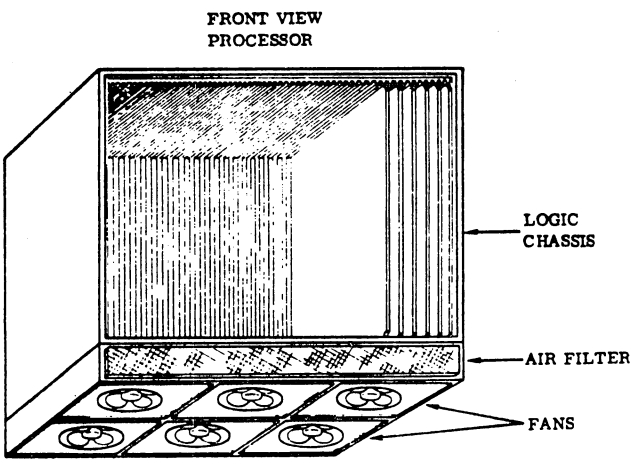

Figure 6A-4. Processor Cooling Fans
3. Remove the cabinet filter (see figure 6A-2 for filter location).